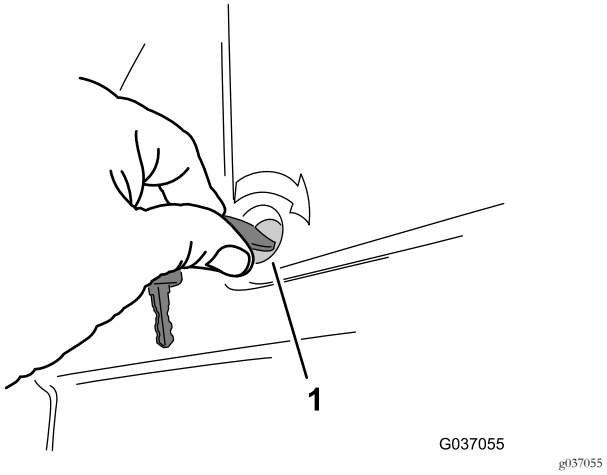

Figure 42
3. Secure the cover to the platform by rotating the 2 quarter-turn-fasteners clockwise (Figure 42).